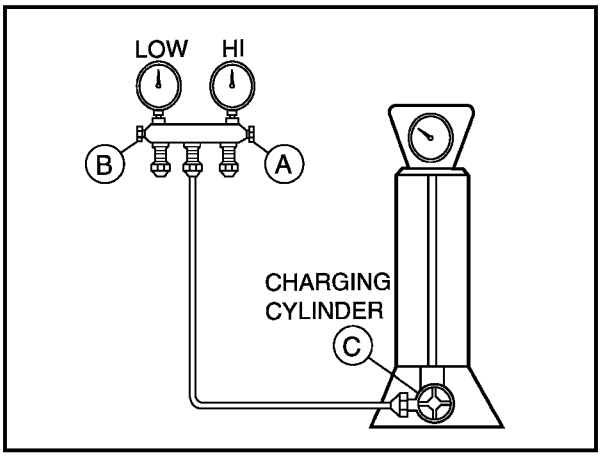

Figure 33B-Charging
4) Remove the hose from the vacuum pump and place it on the charging cylinder. See figure 33B. Open valve C.
2) Connect the charging cylinder as shown in figure 33B.